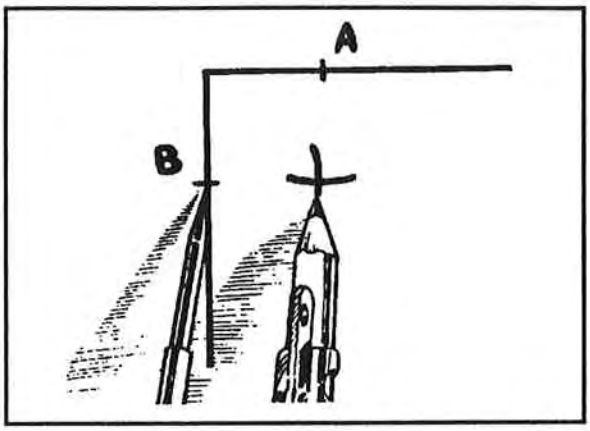

Figure 8-13. Establishing point to swing radius
- To radius the corners using a ½-inch radius, set the compass at ½ inch and establish points A and B ½ inch from the corners. Next swing an arc ½ inch from point A and cross it with an arc ½ inch from point B (Figure 8-13).